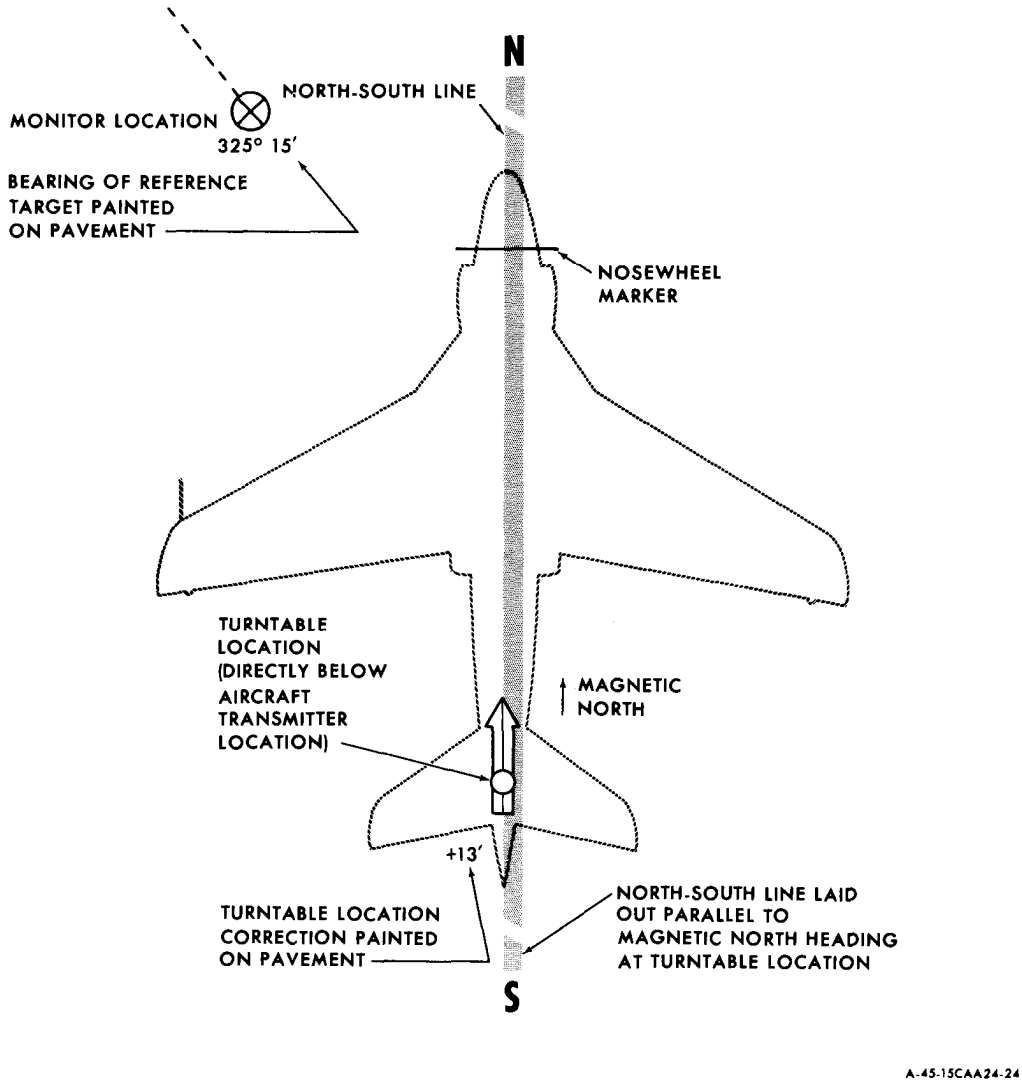
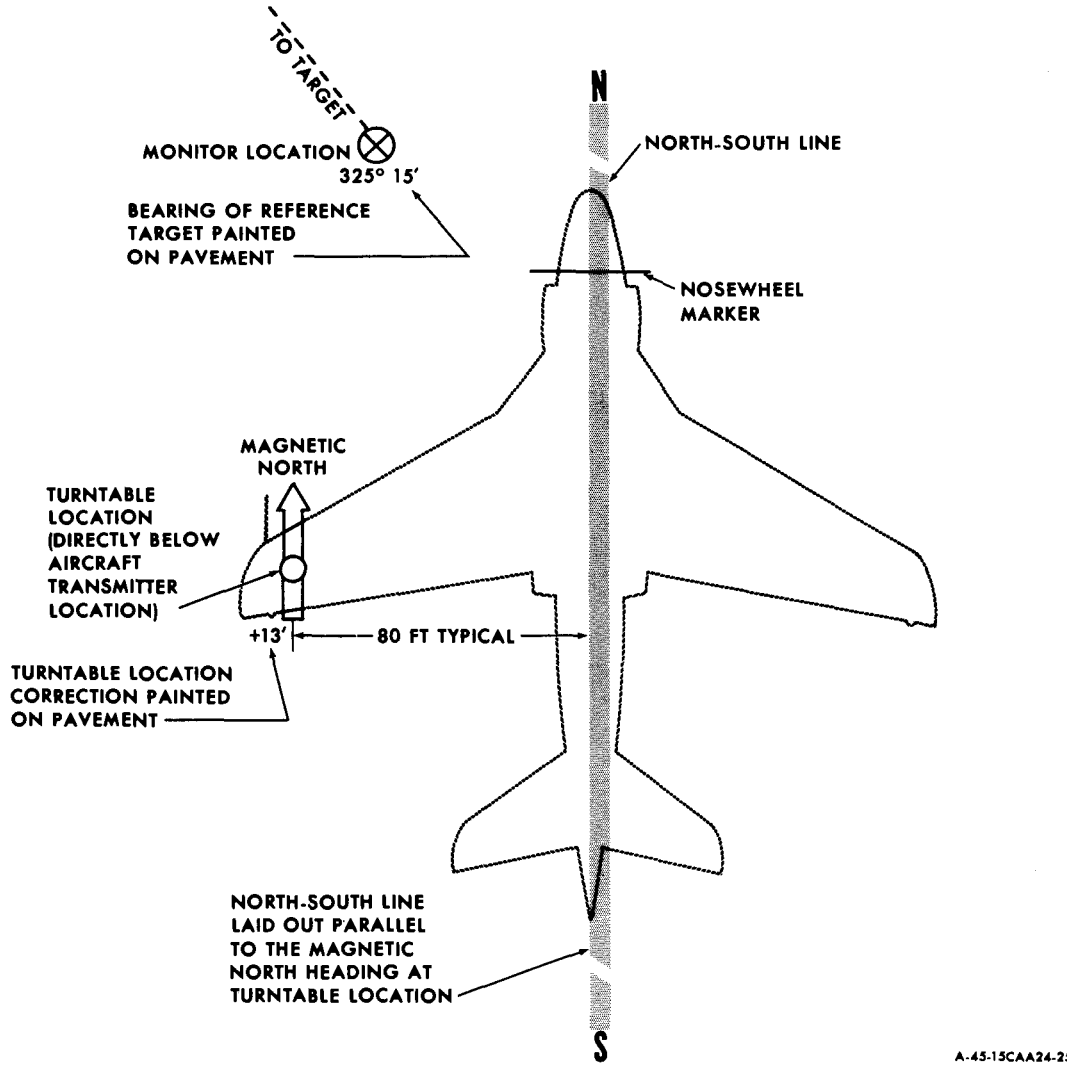

Figure 4-1. Typical Aircraft Position for Stabilizer-Mounted Transmitter
Figure 4-2. Typical Aircraft Position for Wing-Mounted Transmitter
4-8. Before surveying the site, ensure that it meets requirements of paragraph 4-3. The site should be sufficiently large to accommodate largest aircraft for which Compass Calibrator will be used. Figure 4-1 shows outline and swing-site position of a typical aircraft with vertical stabilizer-mounted transmitter. Figure 4-2 shows outline and position on a swing site of a typical aircraft with wing-mounted trans - mitter. Dimensions given are only typical and are to be interpreted as examples to permit more comprehensive operation instructions.
a. Using figure 4-1 or 4-2 as a guide, approximate location of compass system transmitter No. 1.